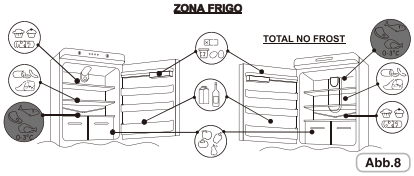

Abb.8
• Um das Aroma, den Nährwert und die Frische der Lebensmittel einwandfrei zu erhalten, empfehlen wir, diese im Kühlschrank zu positionieren wie in Abb. 8 unten dargestellt. Wickeln Sie die Speisen in Aluminium- oder Plastikfolien oder legen Sie sie in zweckmäßige Behälter mit Deckel, um den Kontakt miteinander zu vermeiden.